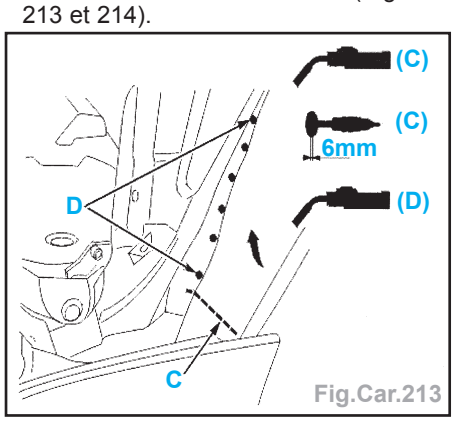

Fig.Car.213
- Poser l'aile et la souder (Fig.Car. 213 et 214).